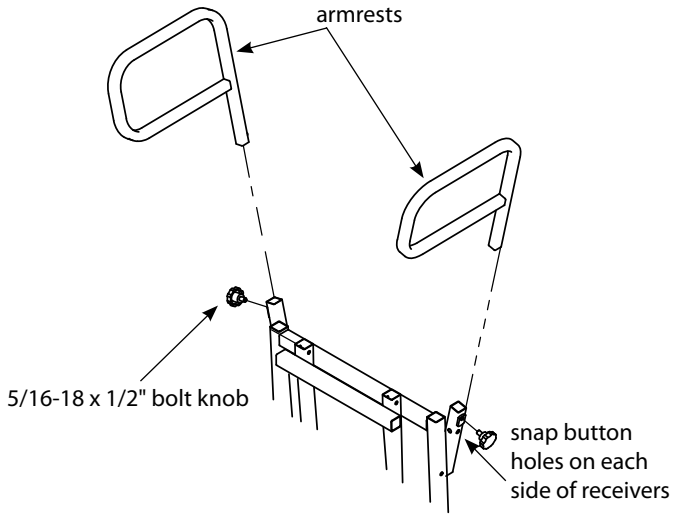

Figure 3
4. Insert the removable/pivoting armrests (CXR26) into each armrest receiver on the seat post by pressing snap button inward and snapping button into holes of receivers. **SEE FIGURE 3.** Thread bolt knob into treaded portion of receiver to tighten up armrest to help prevent movement/noise.